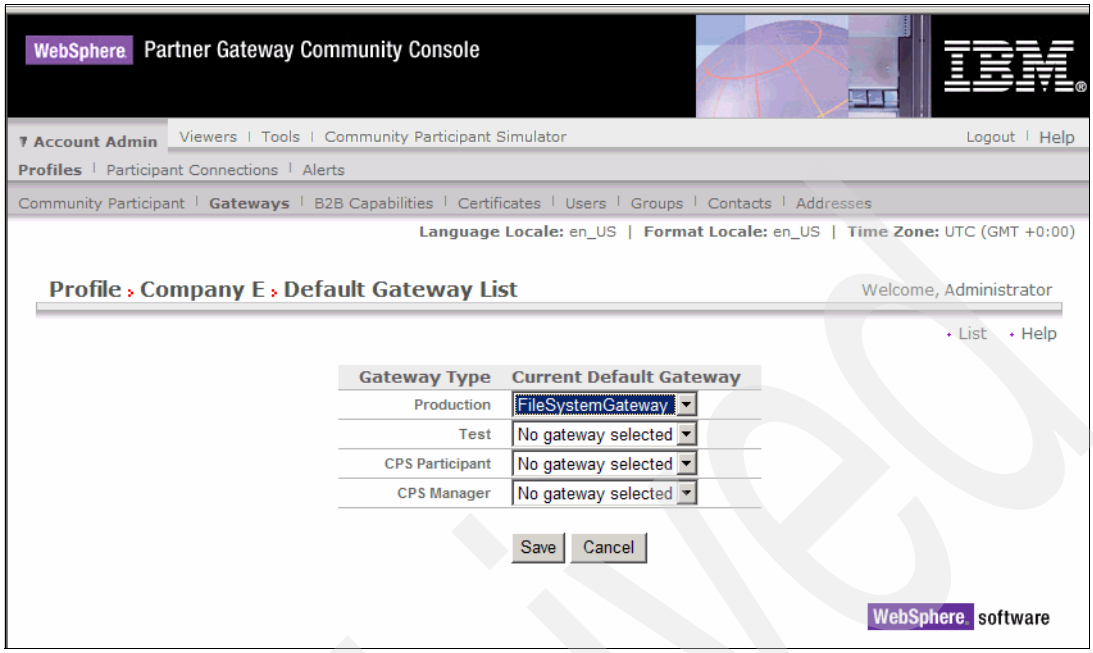

Figure 7-27 Setting the default gateway
6. Figure 7-27 on page 170 shows how to select a default gateway for each type of gateway. Click **Save** to store your selection, then click **List**.